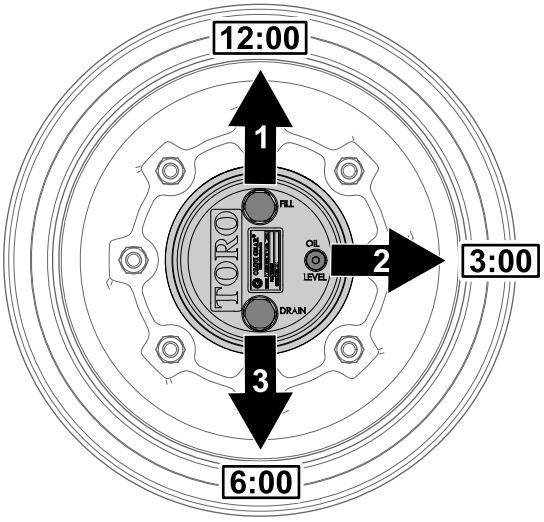

Figuur 99
1. Plaats de machine op een egale ondergrond en zet het wiel zodanig dat de vulplug zich bovenaan bevindt, de controleplug rechts en de aftapplug onderaan (Figuur 99).
2. Verwijder de controleplug rechts (Figuur 99).
1. Plaats de machine op een egale ondergrond en zet het wiel zodanig dat de vulplug zich bovenaan bevindt, de controleplug rechts en de aftapplug onderaan; zie Figuur 99 in Het smeermiddel van de planeetwielaandrijving controleren (bladz. 70).